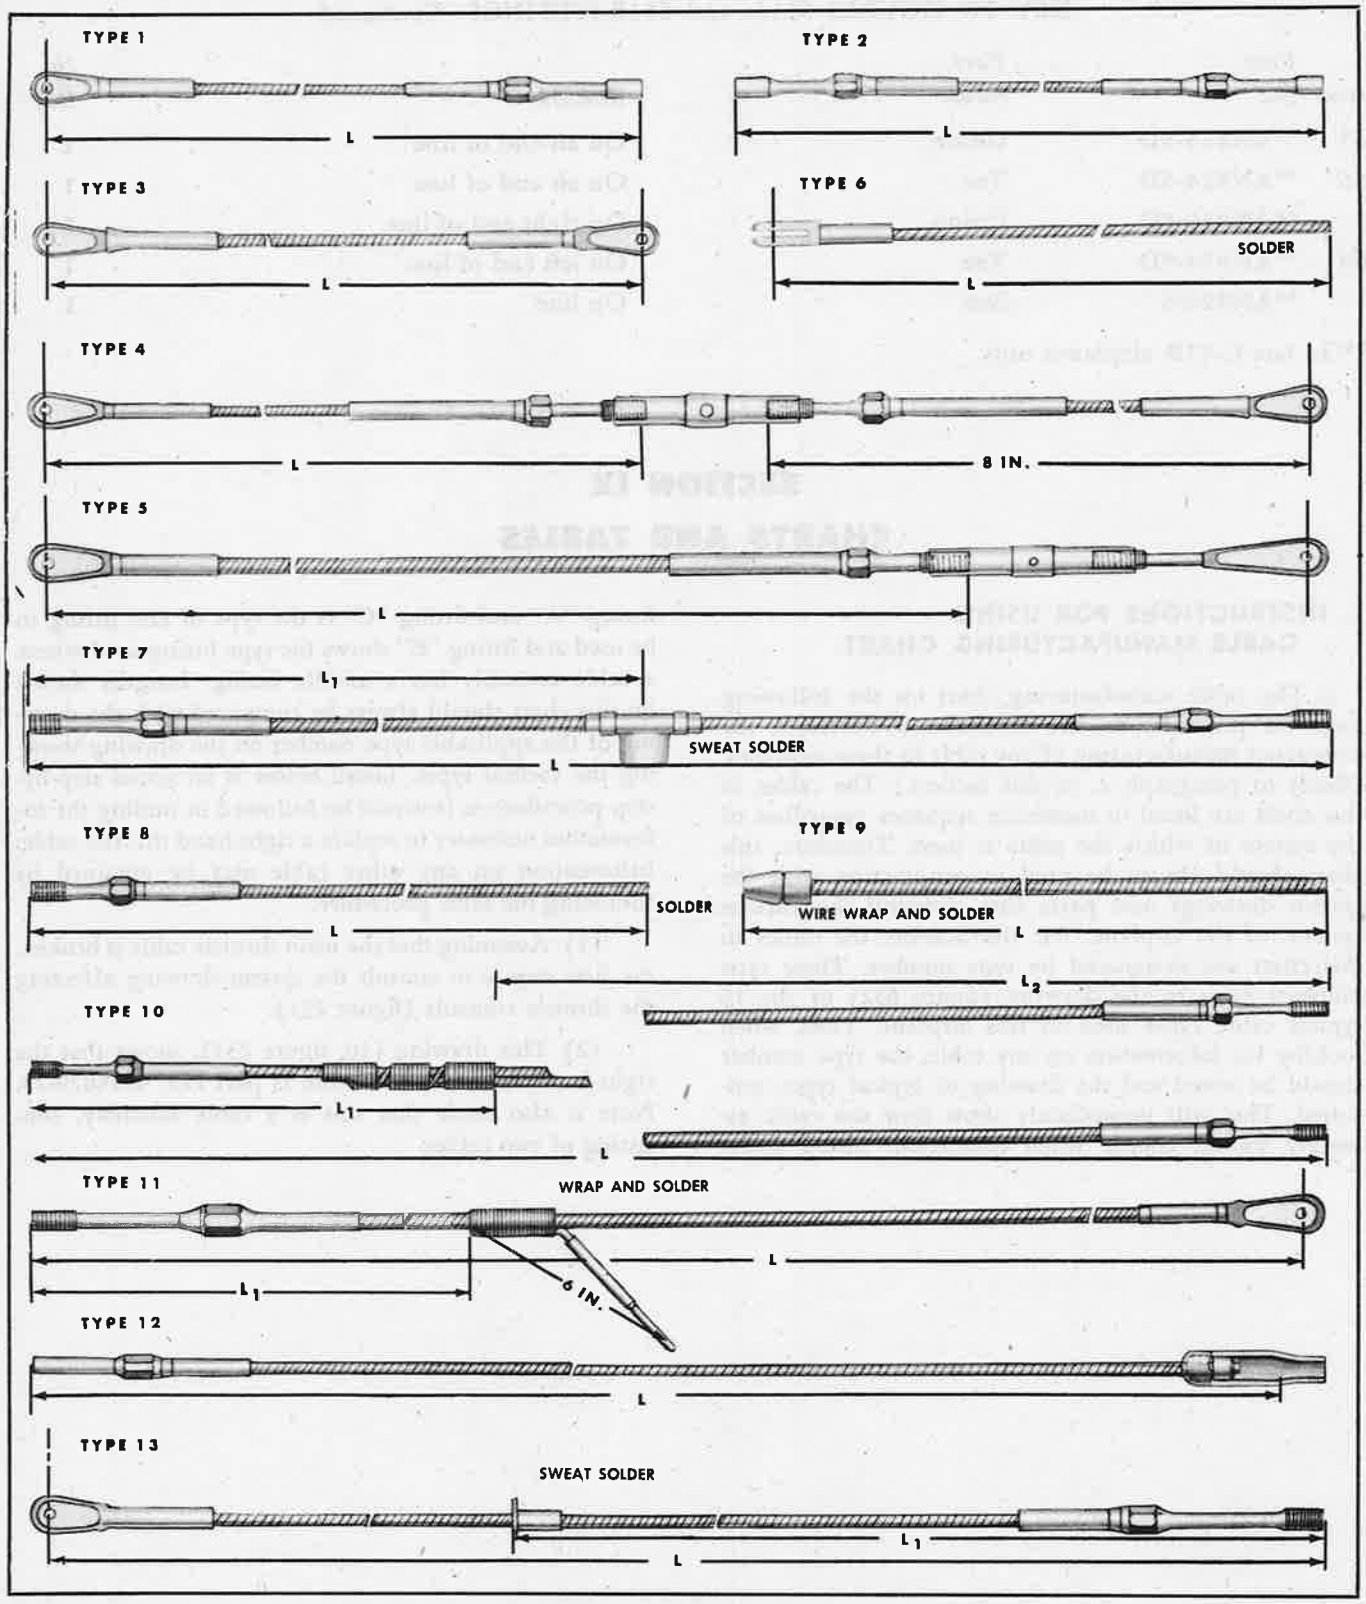

Figure 652—Cable Chart
a. The cable manufacturing chart on the following pages is provided to list information necessary for emergency manufacturing of any cable in these airplanes. (Refer to paragraph 2. of this section.) The cables in this chart are listed in numerical sequence regardless of the system in which the cable is used. Therefore, this chart should always be used in conjunction with the system drawings and parts lists covering the various systems of the airplane. For clarification, the cables in this chart are designated by type number. These type numbers refer to the drawing (figure 652) of the 13 typical cable types used in this airplane. Thus, when looking for information on any cable, the type number should be noted and the drawing of typical types consulted. This will immediately show how the cable assembly should appear when completed. Listed under fitting "A" and fitting "C" is the type of end fitting to be used and fitting "B" shows the type fitting used where a cable assembly has a middle fitting. Lengths shown on this chart should always be compared with the drawing of the applicable type number on the drawing showing the various types. Listed below is an actual step-by-step procedure as it would be followed in finding the information necessary to replace a right-hand throttle cable. Information on any other cable may be obtained by following the same procedure.
(4) Consult the drawing showing the typical types (figure 652). Type 4 as shown on this drawing is a cable assembly consisting of two cables connected by a turnbuckle. There are clevis fittings on the extreme ends of the assembly. Dimension "L" is the over-